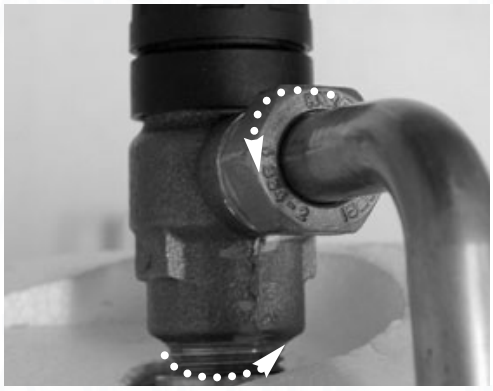

Fig. 18.63
1. Unscrew the nut and then unscrew the valve (see Fig. 18.63);